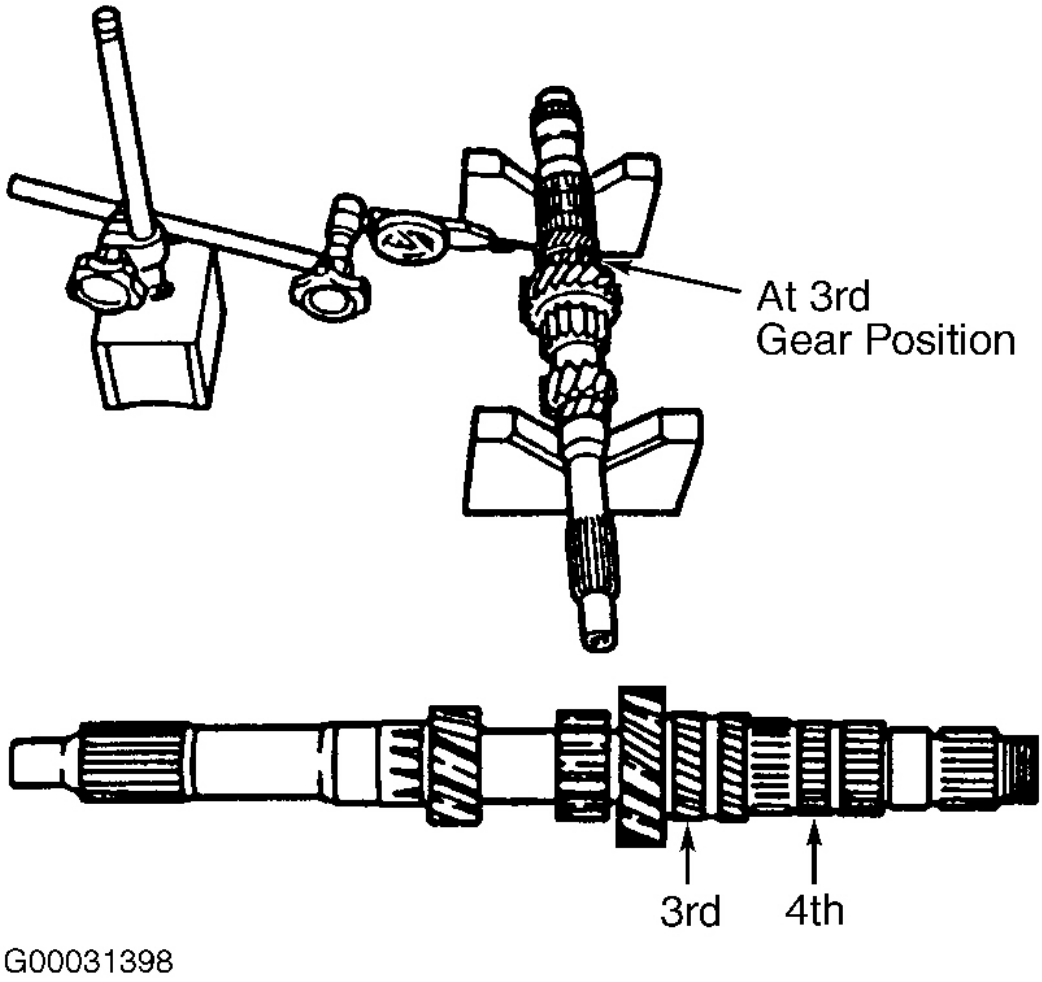

Fig. 5: Measuring Primary Shaft Gear Runout At 3rd & 4th Gear
1. Using dial indicator, measure shaft gear runout. See **Fig. 5** . Maximum runout is .0020" (.050 mm).